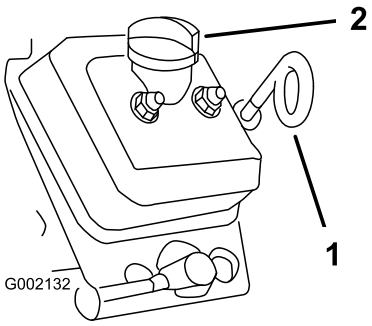

Figura 42
8. Limpie alrededor de la varilla de aceite, el tapón de llenado y el cuello de llenado, y retire la varilla de aceite (Figura 42).
9. Retire el tapón de llenado y añada aceite del tipo especificado por el cuello de llenado hasta que el nivel de aceite llegue a la marca Lleno de la varilla (Figura 42).
10. Introduzca la varilla a fondo en el tubo, retire la varilla y compruebe el nivel de aceite (Figura 42).
11. Instale la varilla en el tubo e inserte el tapón de llenado en el cuello de llenado, hasta que la varilla y el tapón estén colocados firmemente (Figura 42).